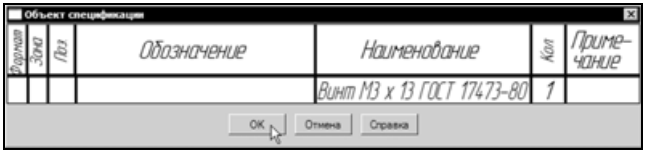

Рис. 7.61
- В окне **Объект спецификации** нажмите кнопку **OK** для подтверждения передачи текстовых данных (рис. 7.61).